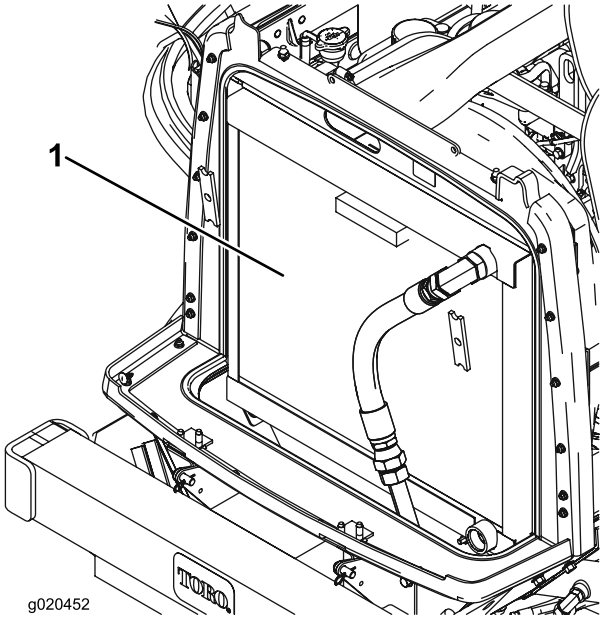

Figur 65
2. Rengör på båda sidor om kylaren/oljekylaren (Figur 65) ordentligt med tryckluft. Börja från fläktsidan och blås skräpet bakåt. Rengör sedan bakifrån och blås framåt. Upprepa detta flera gånger tills alla beläggningar och allt skräp har försvunnit.